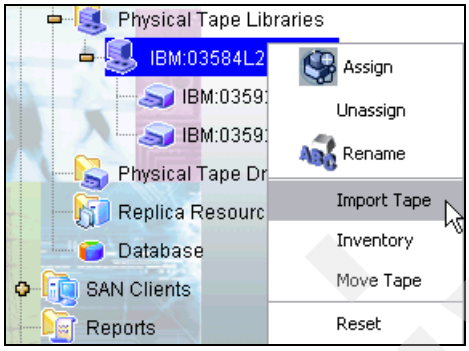

Figure 4-43 Selecting Import Tape to import the physical tape
1. As shown in Figure 4-43, right-click the physical library where the cartridge resides and select **Import Tape**.